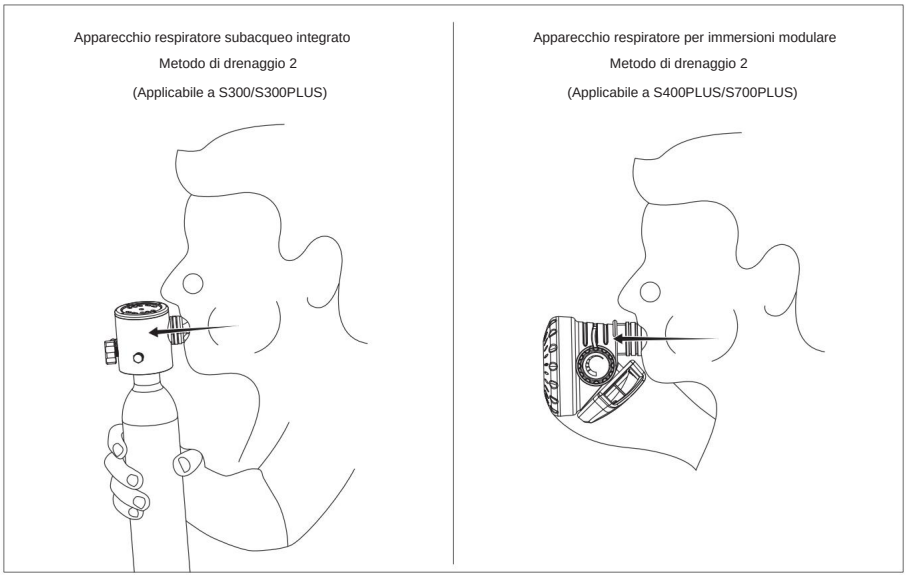

Figura 4.2.2
d) Metodo 2: Coprire completamente la bocca attorno al boccaglio del respiratore, mordere il cuscinetto del bocchino ed espirare 2-3 respiri verso l'interno per assicurarsi che tutta l'acqua sia espulso dalla valvola integrata o dal regolatore di secondo stadio. Dopodiché, è possibile avviare il respiratore normale. Per il funzionamento dettagliato, fare riferimento alla Figura 4.2.2.